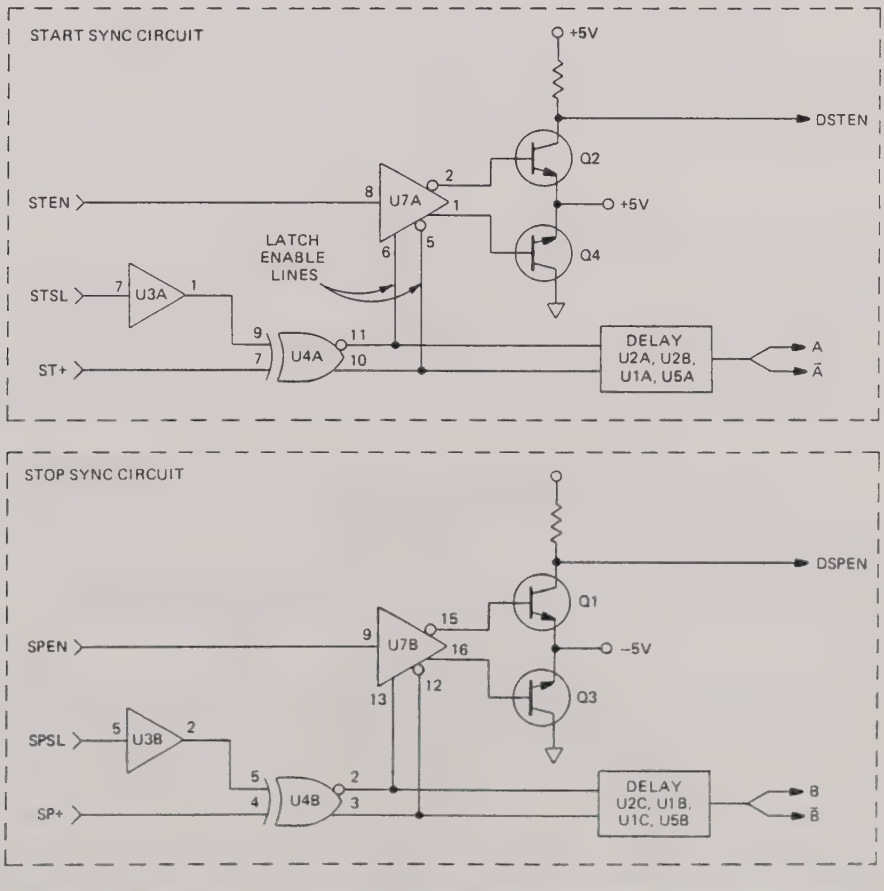

Figure 5.10 - Simplified Schematic for the Synchronization Circuit
5.3.4.3.5 The complementary outputs of U4A are connected to the latch enable lines of U7A. These latch enable lines (U7A-5 and 6) enable or disable the STEN signal to pass through U7A to Q2 and Q4. See Figure 5.10.